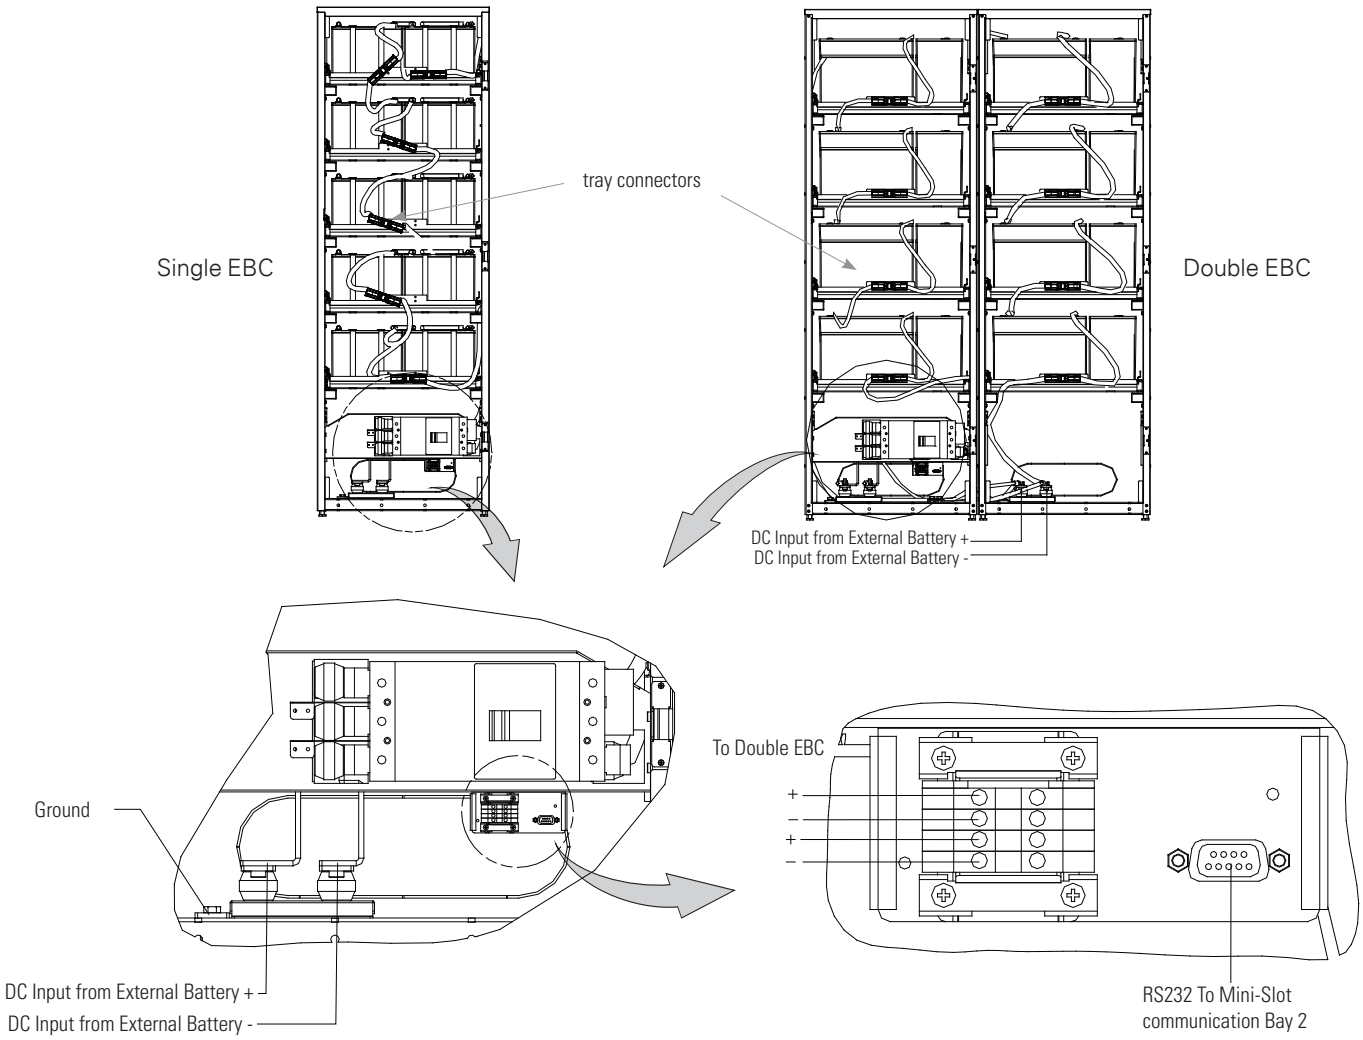
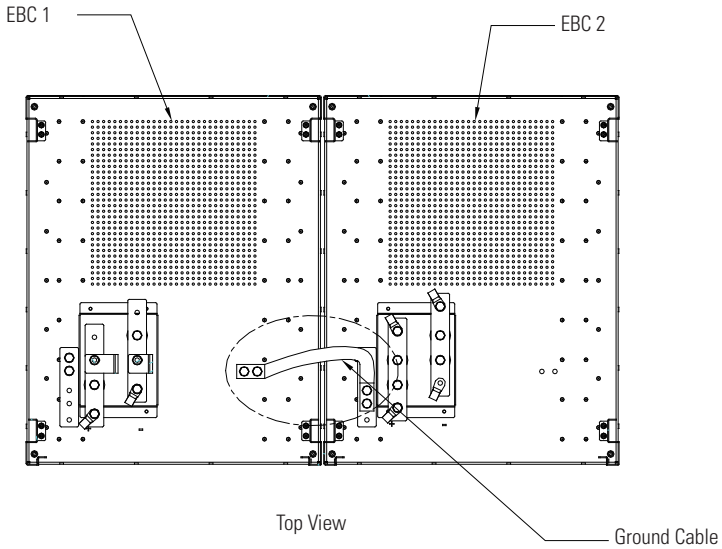
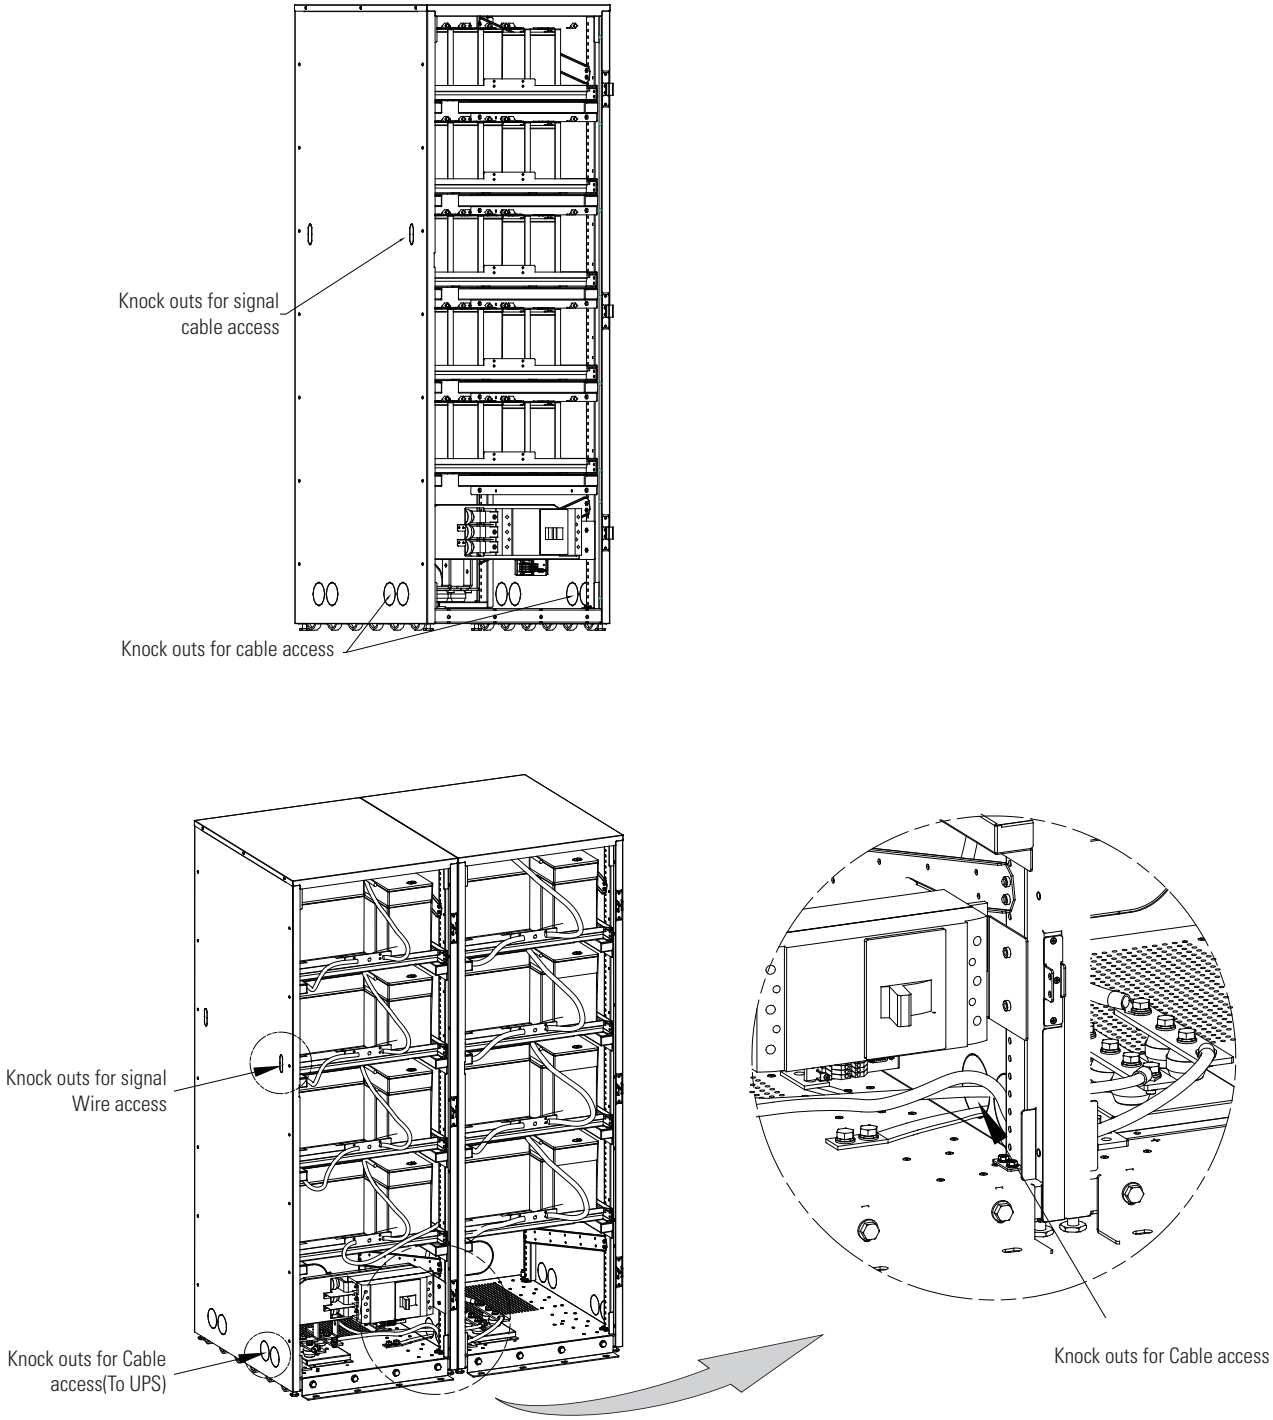

Figure 4-5. Power and signal Terminal Locations
Figure 4-6. Ground Terminal Locations (Double EBC)
Figure 4-9. Interface Wiring Access
1. Remove the knock-outs in the left or right side plates on the EBC. See Figure 4-9. Refer to the applicable UPS Installation and Operation manual or UPS cabinet conduit landing location.
3. Connect the positive (+) and negative (-) power wiring to the DC (+) and DC (-) terminals on EBC 1. Connect the ground wiring to the ground terminal on EBC 1. See Figure 4-5.
7. Route the battery cables (positive, negative, and ground) from EBC 1(with breaker) DC and ground terminals to EBC 2 DC and ground terminal blocks. See Figure 4-5,Figure 4-6 and Figure 4-9 for wiring access information and terminal locations. See paragraph 3.2.2, Table 3-3 for wiring and termination requirements.
8. Connect the positive (+) and negative (-) power wiring to the DC (+) and DC (-) terminals in EBC 2. Connect the ground wiring to the ground terminal in EBC 2. See Figure 4-5.
10. Route the battery cables (positive, negative, and ground) from the UPS to the EBC 1(with breaker) DC and ground terminal blocks. See Figure 4-5 and Figure 4-9 for wiring access information and terminal locations. See paragraph 3.2.2, Table 3-3 for wiring and termination requirements.
6. Connect the battery connectors between trays. See Figure 4-5.
1. Only one cabinet, Route and connect the signal wire from EBC RS232 to UPS Mini-slot. See figure 4-9 for wiring access information and terminal locations. Refer to the applicable Eaton UPS installation and operation manual for UPS signal terminal(mini-slot or relay card)locations.
4. Route the positive and negative to the next battery cabinet. And connect the wire on the first cabinet terminal (To next (+)positive and (-)negative) and connect the other ends of cables on the second cabinet terminal(To last (+)positive and (-)negative) .See the figure 4-9 for terminal locations.